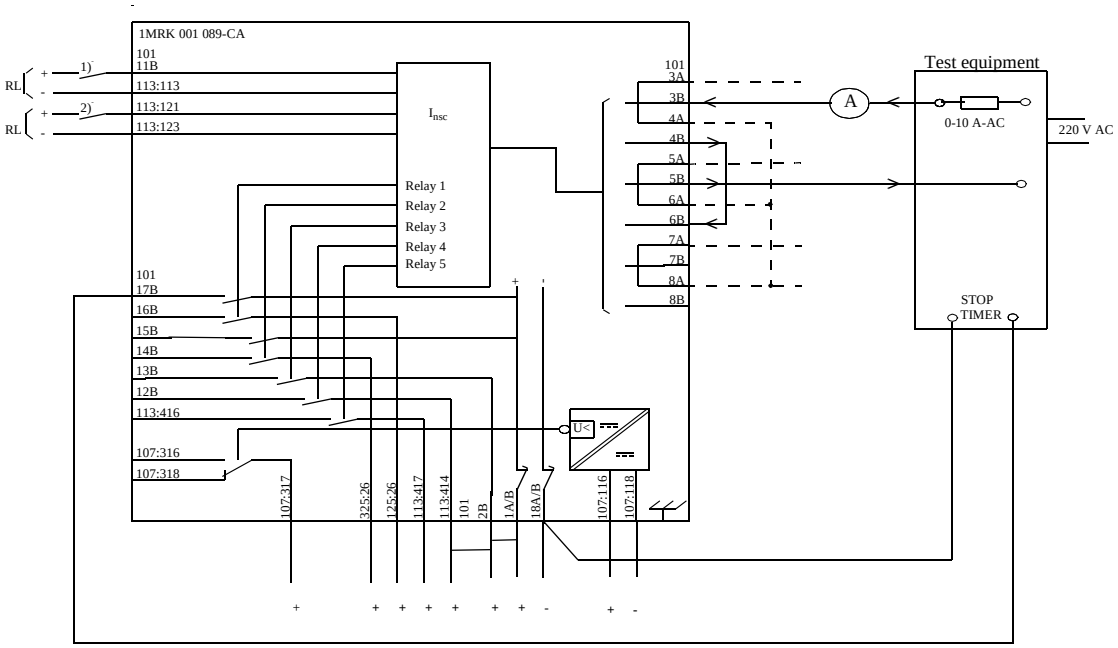

Fig. 12 Connection of test apparatus to RAIIK 400 for testing of the negative sequence overcurrent function.
Fig. 12 shows as an example, the connection of test equipment for secondary testing of the negative sequence overcurrent protection RAIIK 400, Connection Diagram 1MRK 001 089-CA. When testing, the actual circuit diagram of the protection, should be available.
1. Connections: Insert the test-plug handle in to the test switch. Connect the test set and ammeter according to Fig. 12. Check that auxiliary voltage is connected to terminal 101:1A and 101:18A. Interconnect terminals 1 and 2 on the test handle and also to 113:414 to get output voltage to test terminal 12 and 13.